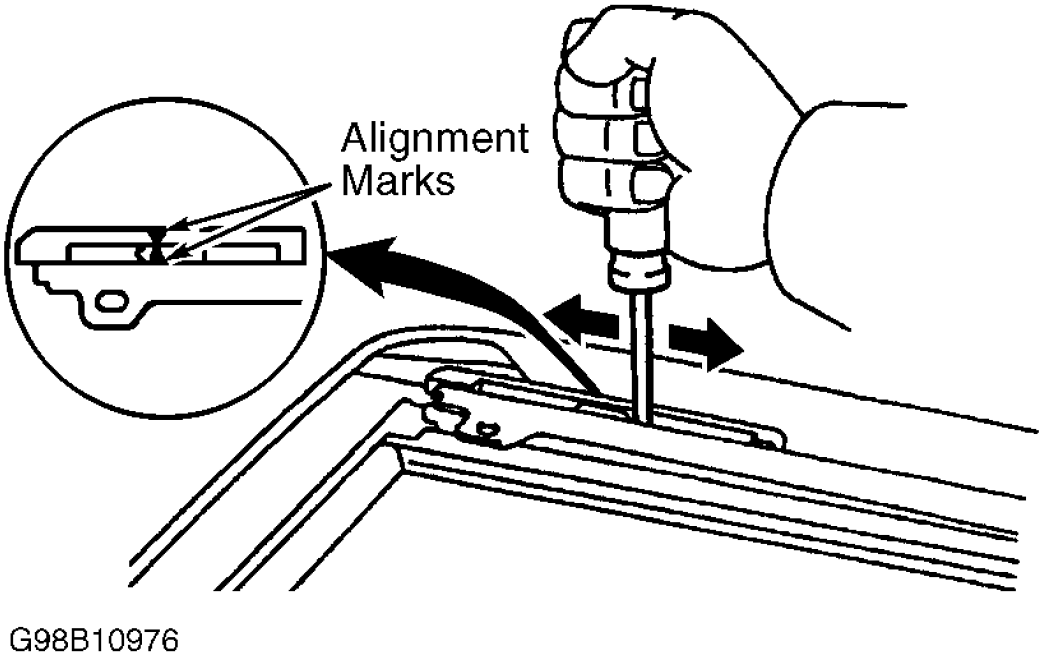

Fig. 65: Aligning Drive Cable (4Runner)
3. Remove 3 bolts and sun roof motor. Remove sun roof wind deflector panel. Remove screws and guide rail stoppers. Remove 6 screws and sun roof housing. Slide drive cable forward and remove it. To reassemble, adjust drive cables to a completely closed and tilted down position. Slide both cables forward or backwards to align marks. See **Fig. 65** . To complete reassembly, reverse disassembly procedure.